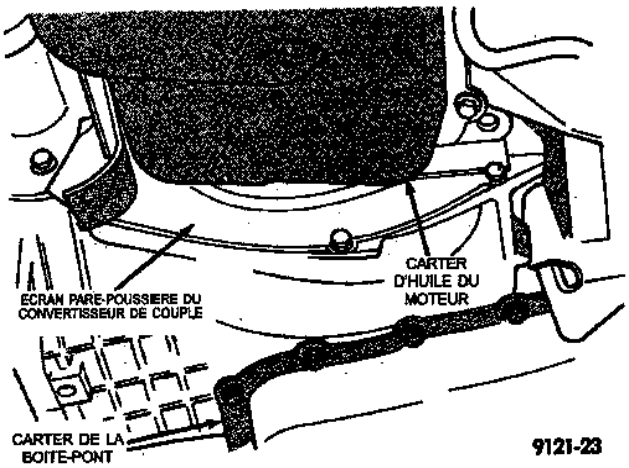

Fig. 42 Dépose de l'écran pare-poussière du convertisseur de couple
(16) Déposer les boulons fixant l'articulation flexible d'échappement au collecteur d'échappement. Déconnecter le tuyau d'échappement du collecteur.
(17) Déposer l'écran pare-poussière du convertisseur de couple pour accéder aux boulons du convertisseur (Fig. 42).